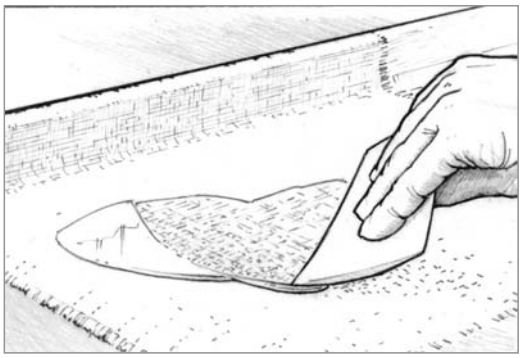

Figure 6-11 *Spread the epoxy from the center of the fabric toward the edges with a plastic spreader.*
5. Spread the epoxy over the cloth surface with a plastic spreader, working the epoxy gently from the pool into the dry areas *(Figure 6-11)*. Use a foam roller or brush to wet out fabric on vertical surfaces. Properly wet out fabric is transparent. White areas indicate dry fabric. If you are applying the cloth over a porous surface, be sure to leave enough epoxy to be absorbed by both the cloth and the surface below it. Try to limit the amount of squeegeeing you do. The more you "work" the wet surface, the more minute air bubbles are placed in suspension in the epoxy. This is especially important if you plan to use a clear finish (see note below). You may use a roller or brush to apply epoxy to horizontal as well as vertical surfaces.